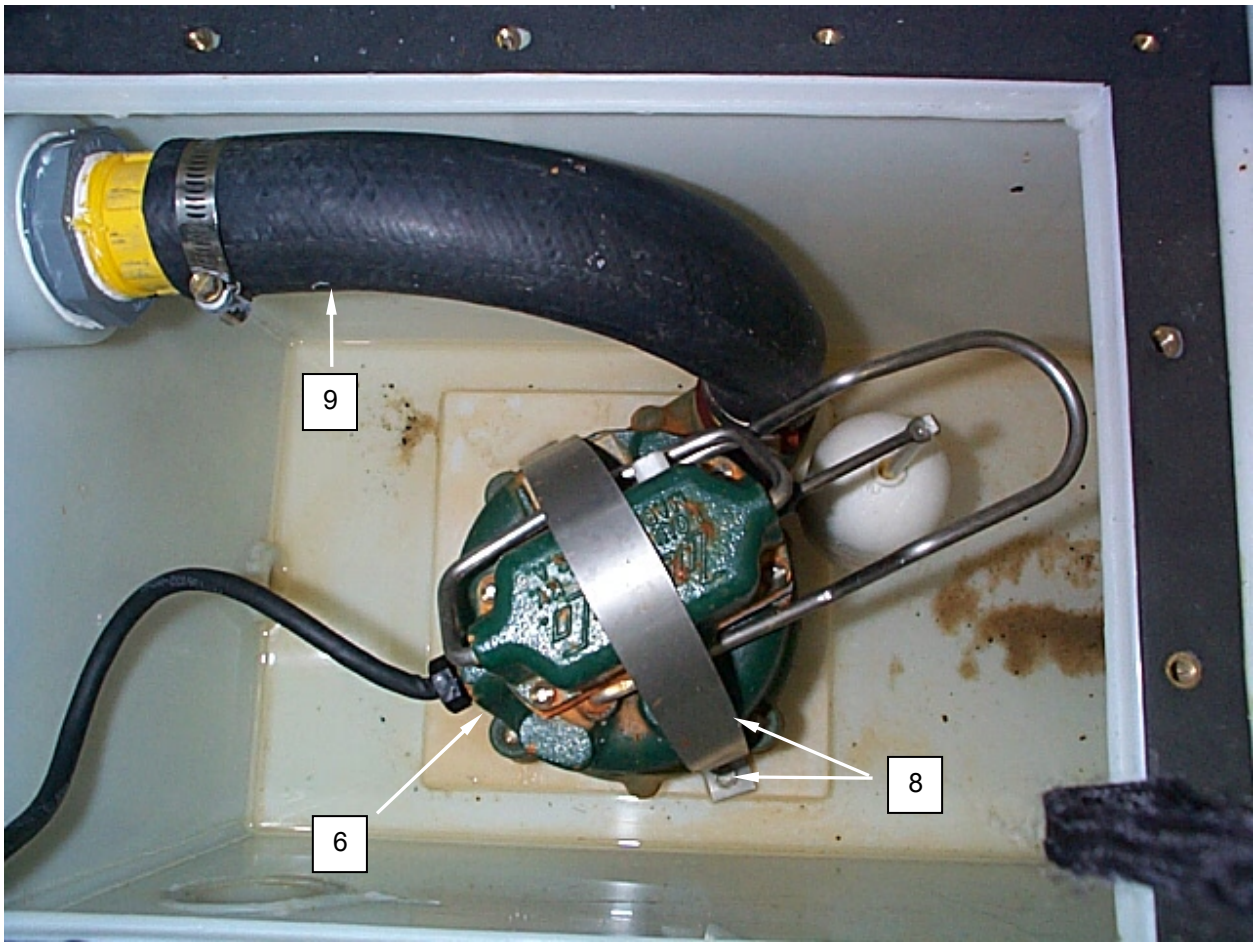

Figure 5. Replace the Drainage Tank Pump.
5. Remove screws retaining mounting strap **(Figure 5, Item 8)** and remove strap.
6. Loosen hose clamp retaining discharge hose **(Figure 5, Item 9)** to pump **(Figure 5, Item 6)**.
7. Remove discharge hose **(Figure 5, Item 9)** from pump **(Figure 5, Item 6)** and remove pump from drainage tank.
11. Install replacement pump assembly **(Figure 5, Item 6)** into drainage tank.
12. Connect discharge hose **(Figure 5, Item 9)** to pump discharge and retain with hose clamp.
13. Install mounting strap **(Figure 5, Item 8)** and retain with screws.